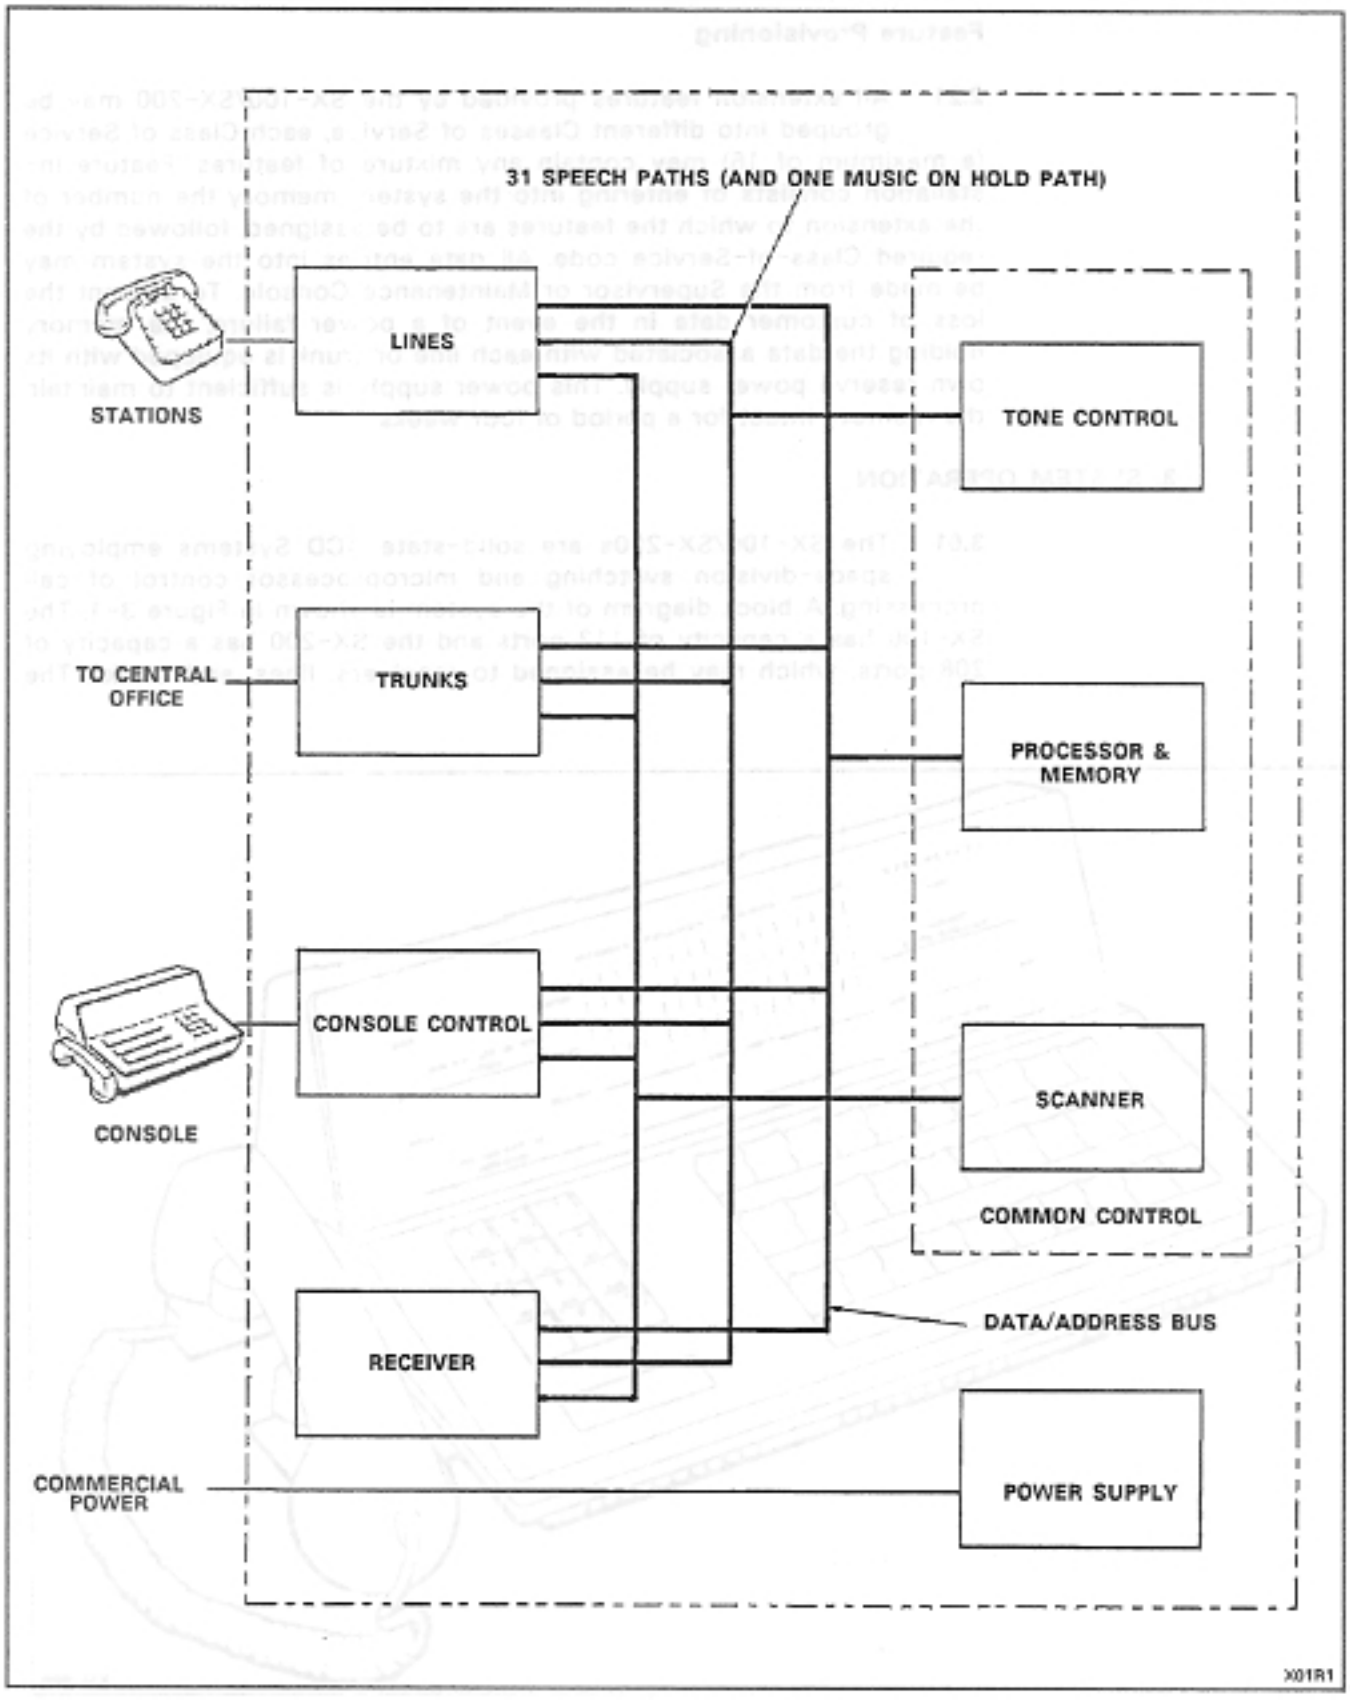

Figure 3-1 Block Diagram
3.01 The SX-100/SX-200s are solid-state ACD Systems employing space-division switching and microprocessor control of call processing. A block diagram of the system is shown in Figure 3-1. The SX-100 has a capacity of 112 ports and the SX-200 has a capacity of 208 ports, which may be assigned to receivers, lines, and trunks. The